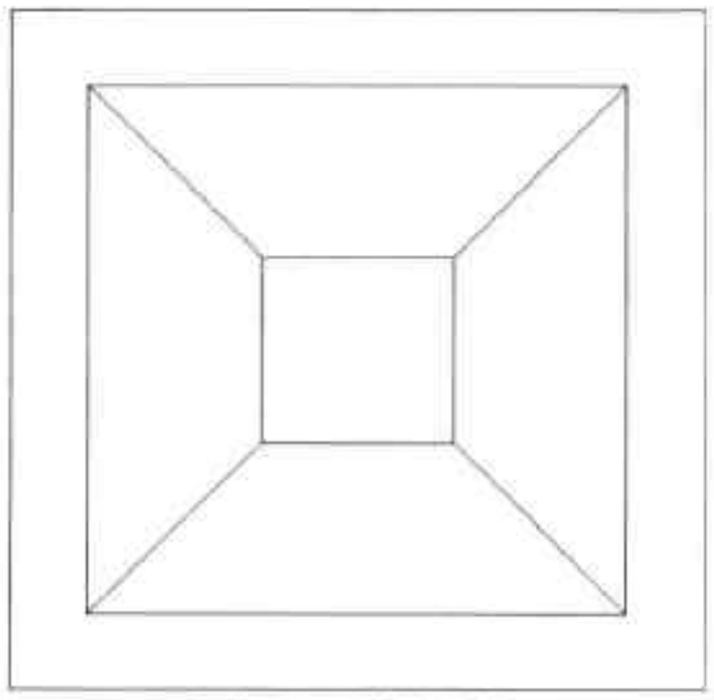

图20-3 绘制直线
Step 03 执行“直线”命令，绘制直线，连接四角，如图 20-3 所示。